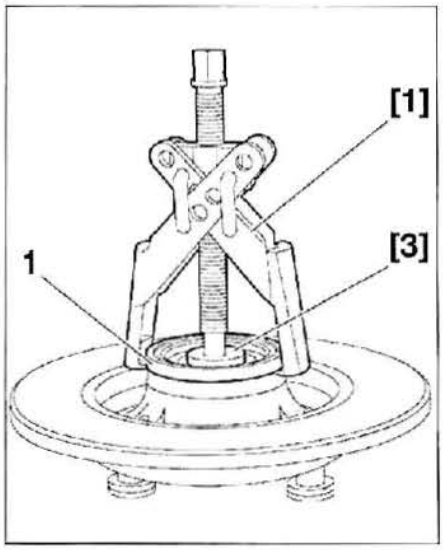

FIG. 30
• Colocar los útiles [3] (grano de apoyo ref. 9501-T.C2) y [1] (extractor ref. 6339-T) **(fig. 30).**